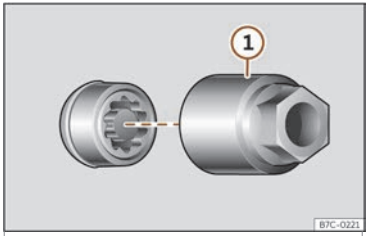

Fig. 36 Parafuso antirroubo da roda con capuchón e adaptador.
- Encaixe o adaptador especial>>> **fig. 36** ① (ferramenta de a bordo>>> **páx. 45**) no parafuso antirroubo da roda ata o tope.